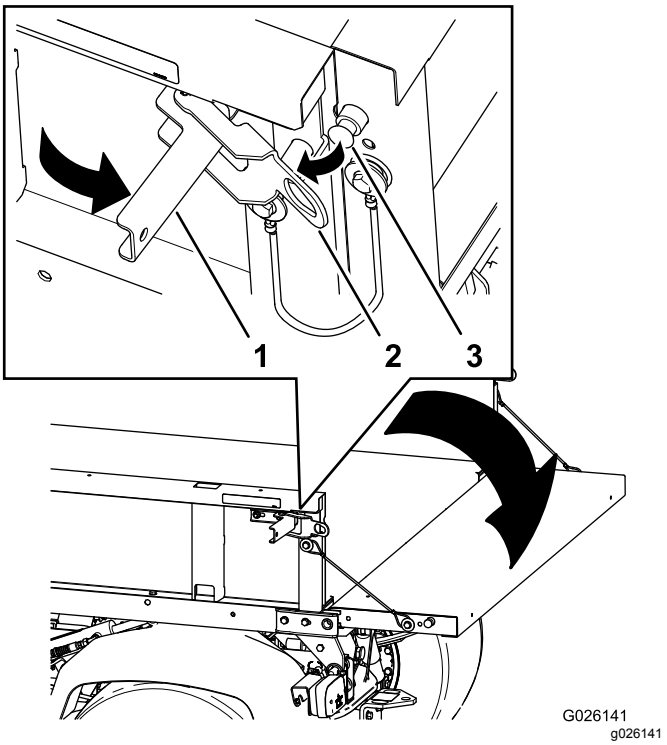

**Rysunek 14**
2. Otwórz zaczepy po lewej i prawej stronie skrzyni, a następnie opuść tylną burtę (Rysunek 14).